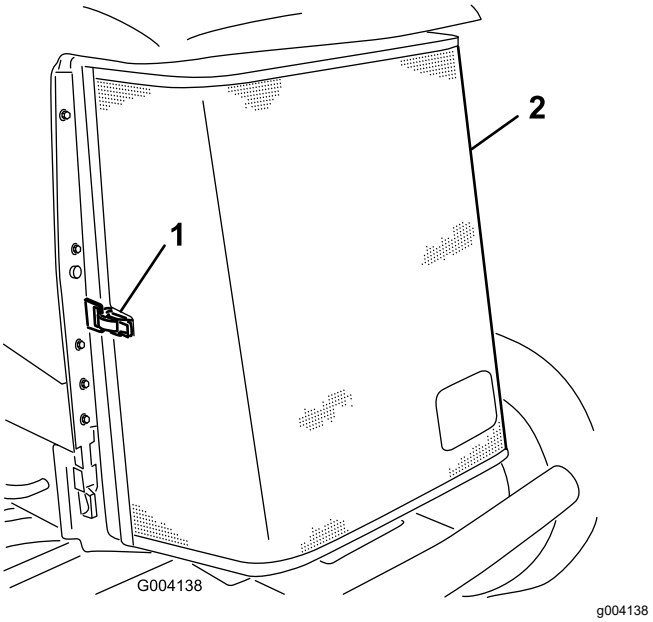

Rysunek 68
3. Odepnij zatrzask i otwórz tylną osłonę (Rysunek 68).